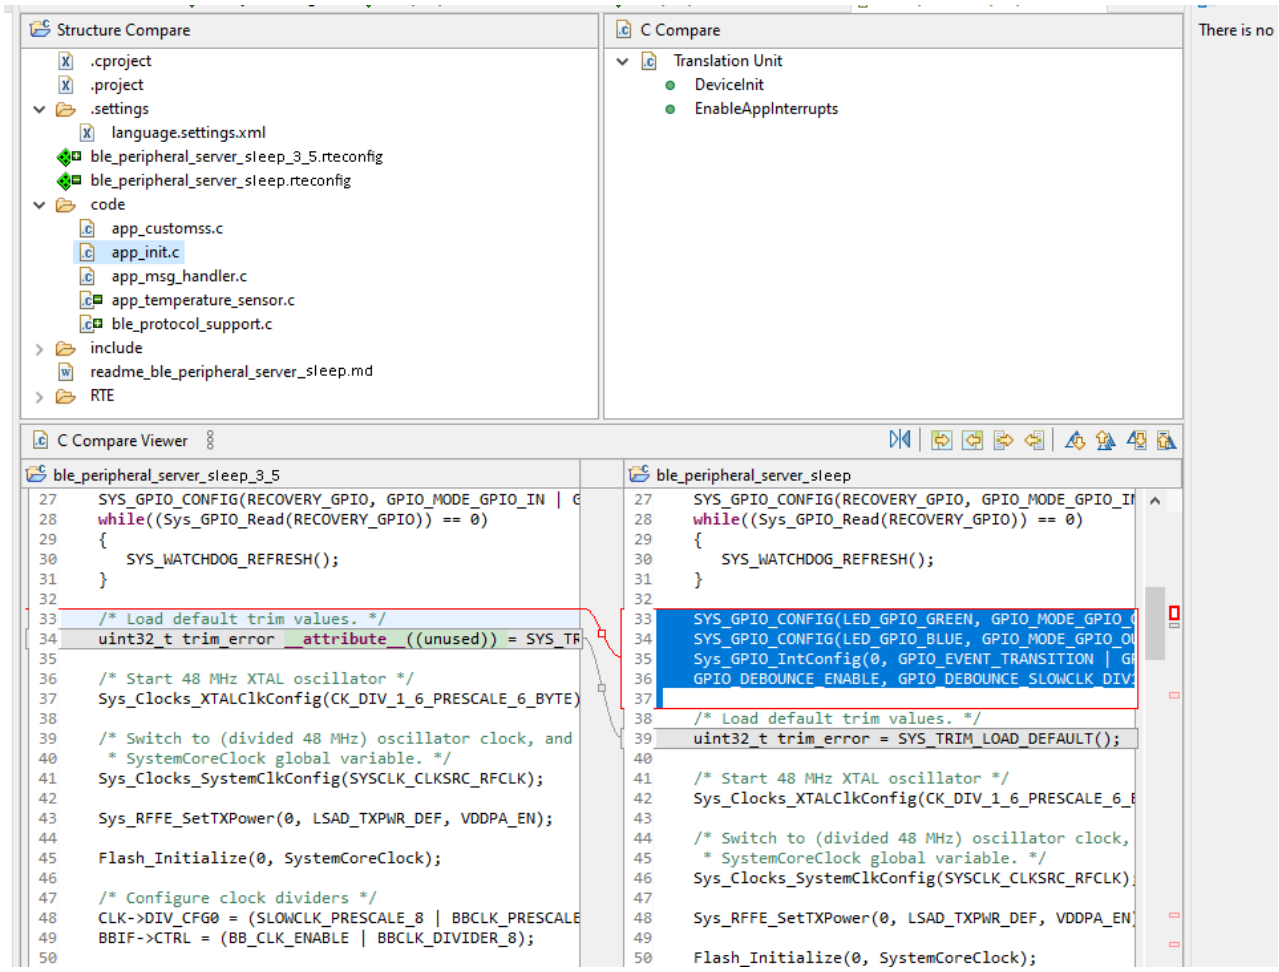

**Figure 19. Changes Shown Between Application Versions**
7. The output shows all the files and the changes within the files, as seen in the "Changes Shown Between Application Versions" figure (Figure 19).